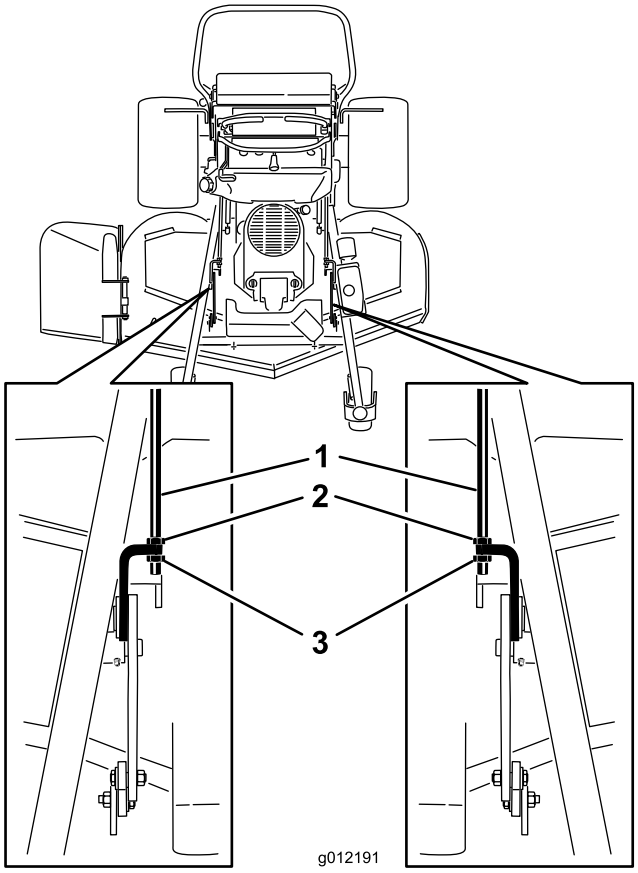

Figure 86
2. Loosen both the front and rear nuts on the adjustment rods (Figure 86).
3. The weight of the mower deck must be resting on all three of the 2x4's (Figure 86). The back lip of the mower deck is built a 1/4 inch (6mm) lower than the front lip of the mower deck.
6. If the dimensions are not correct, adjust the front and rear nuts on either side to get the correct front-to-rear pitch (Figure 86).